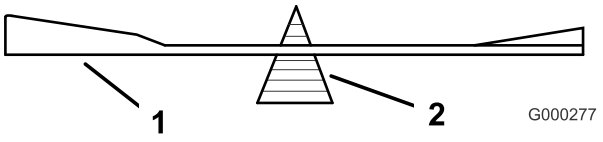

Figur 80
2. Kontroller knivens balance ved at placere den på en afbalanceringsenhed (Figur 80).